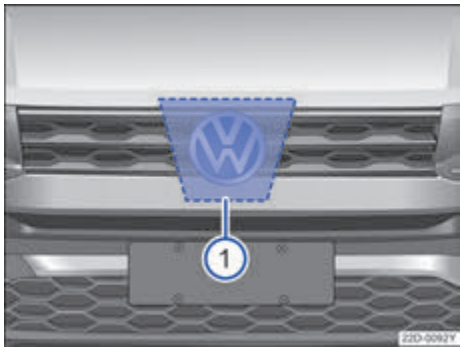

图 107 雷达传感器
为探测交通情况，VW 标志后方的散热器格栅内安装有一个雷达传感器→图 107 ①。因此可识别最远约 100 m 的前车。
雷达传感器前方和四周的区域→图 107 不得被贴签、附加大灯、牌照装饰框或其他类似物体遮盖，因为这样做可能会影响车前测距监控系统的功能。